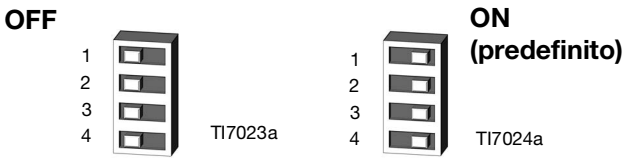

FIG. 10 Impostazioni del DIP switch (SW2)
2. Impostare i quattro DIP switch sulle posizioni desiderate. Vedere FIG. 10, pagina 29 e TABELLA 5, pagina 30.